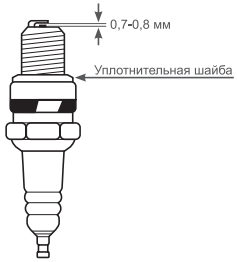

Рис.20 Обслуживание свечи зажигания.
4. Измерьте зазор между электродами свечи зажигания специальным щупом. Зазор должен быть 0,7-0,8 мм (Рис.20). При увеличении или уменьшении требуемого зазора, рекомендуется заменить свечу, так как регулировка зазора может привести к изменению качества искрообразования.